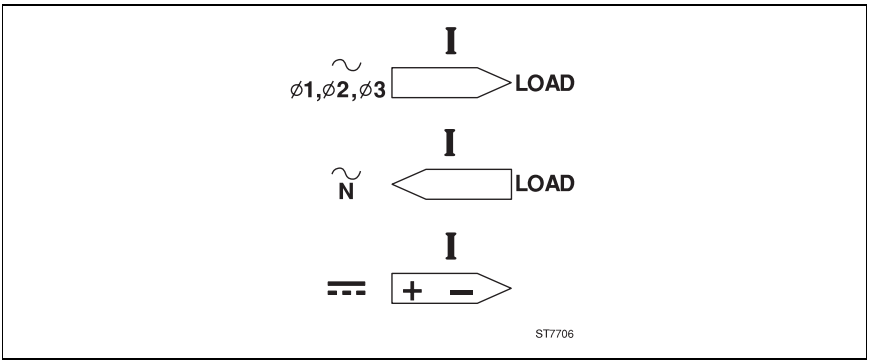

Abbildung 3. Richtung des Meßfühlers
5. Klemmen Sie den Meßfühler um den Leiter. Achten Sie darauf, daß der Pfeil an der Klemmbacke des Meßfühlers in die richtige Richtung weist. (Siehe Abbildung 3.)